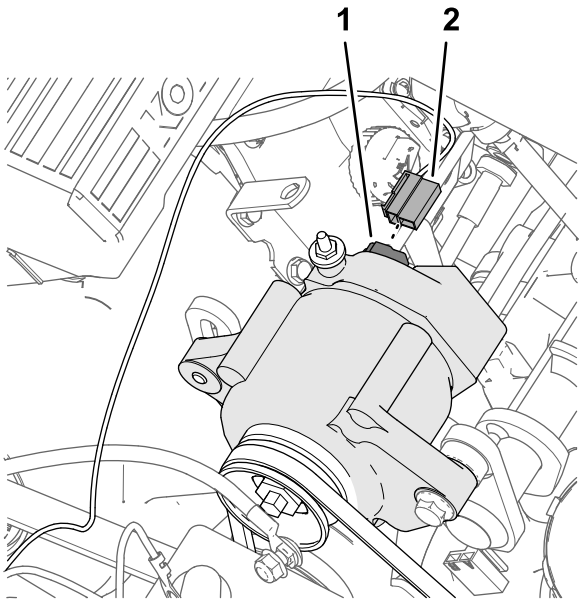

Figur 187
1. Tilslut stikket med 2 sokler for enden af den lyserøde ledning (57 cm) på sættets ledningsnet (Figur 187) til generatorens (50 A) stik med 2 ben.